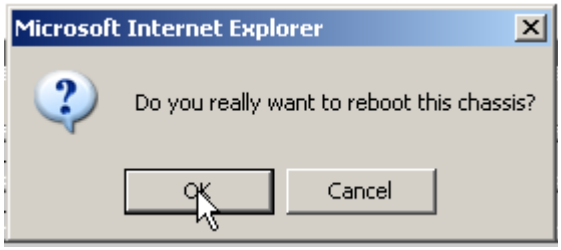

Figure 9 Reboot Window
1. From the Details Header, click **Reboot**. The Reboot window is displayed (Figure 9).